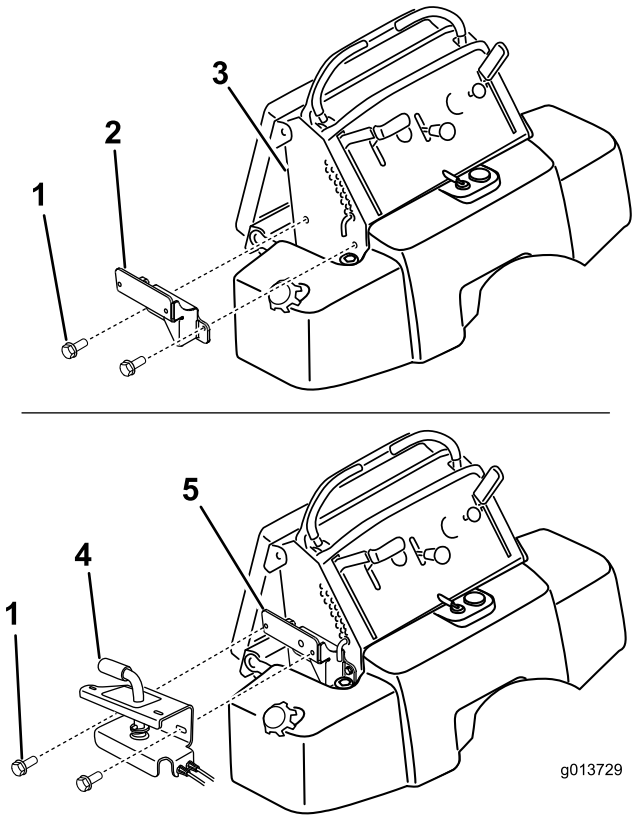

Figure 3
1. Montez le support sur le côté droit de la machine avec 2 vis (3/8 x 1 pouce) (Figure 3). Les vis sont du type autotaraudeuses. Les trous n'ont donc pas besoin d'être taraudés.
2. Montez la poignée sur le support avec 2 vis (3/8 x 1 pouce) (Figure 3). Les vis sont du type autotaraudeuses. Les trous n'ont donc pas besoin d'être taraudés.